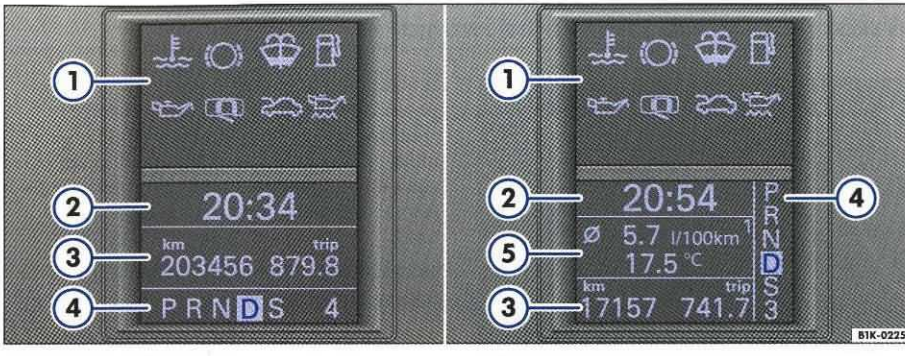
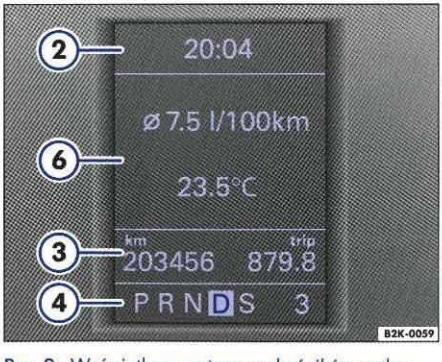

Rys. 8 Wyświetlacz zestawu wskaźników: z lewej bez, z prawej ze wskaźnikiem uniwersalnym
Rys. 9 Wyświetlacz zestawu wskaźników: wskazanie w samochodzie ze wskaźnikiem uniwersalnym plus (MFA)
Licznik z lewej strony ⇒ strona 12, rys. 8, ⇒ strona 12, rys. 9 ③ na wyświetlaczu zestawu wskaźników rejestruje całkowitą pokonaną drogę.